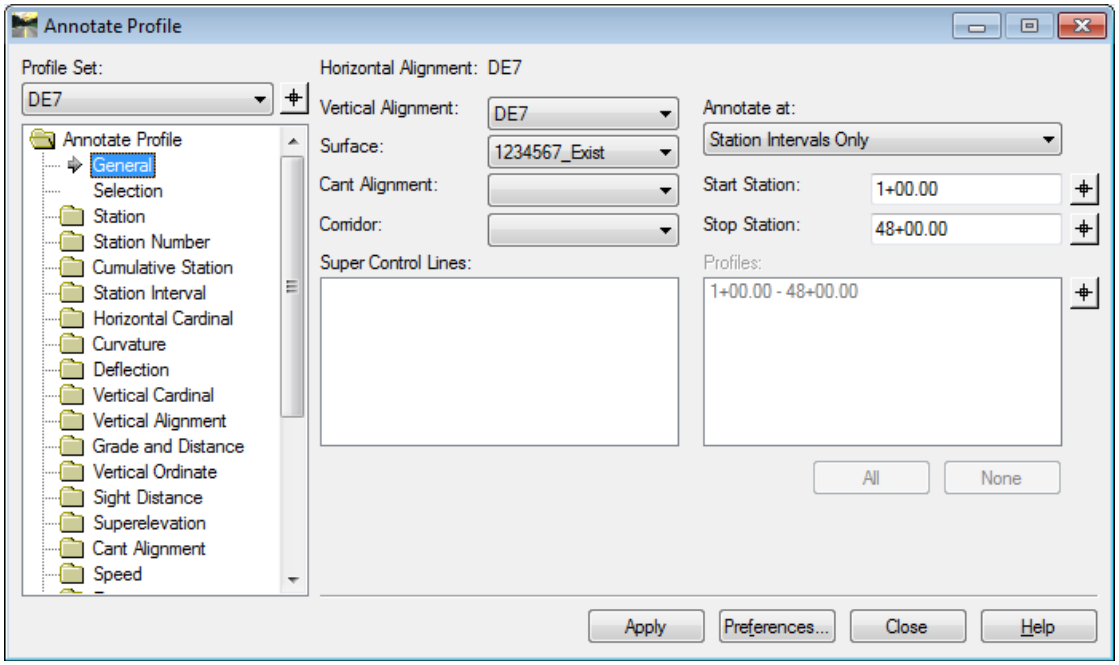

Figure L4-14 Annotate Profile
• Click **No**. The **Annotate Profile** dialog opens as shown in *Figure L4-14*. *The Annotate Profile dialog opens.*